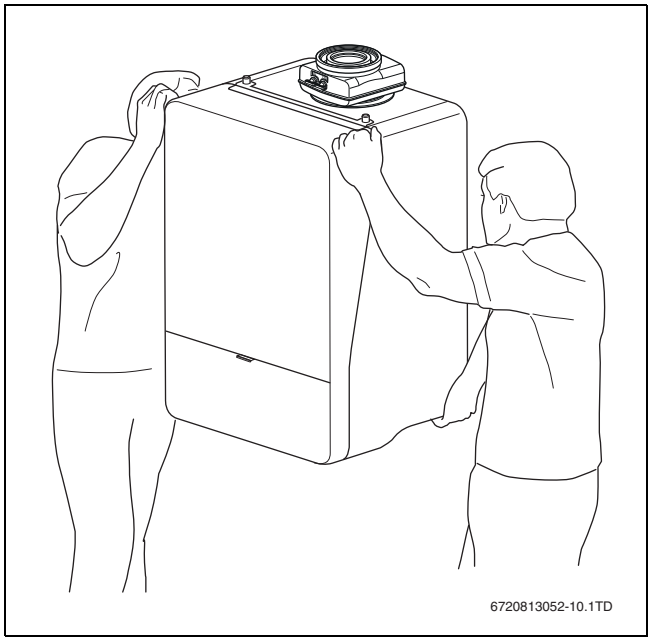

Рис. 12 Правильный подъём и переноска котла
- ▶ Берите котёл только за боковые стороны, а не за панель управления или патрубок отвода дымовых газов (→ рис. 12).